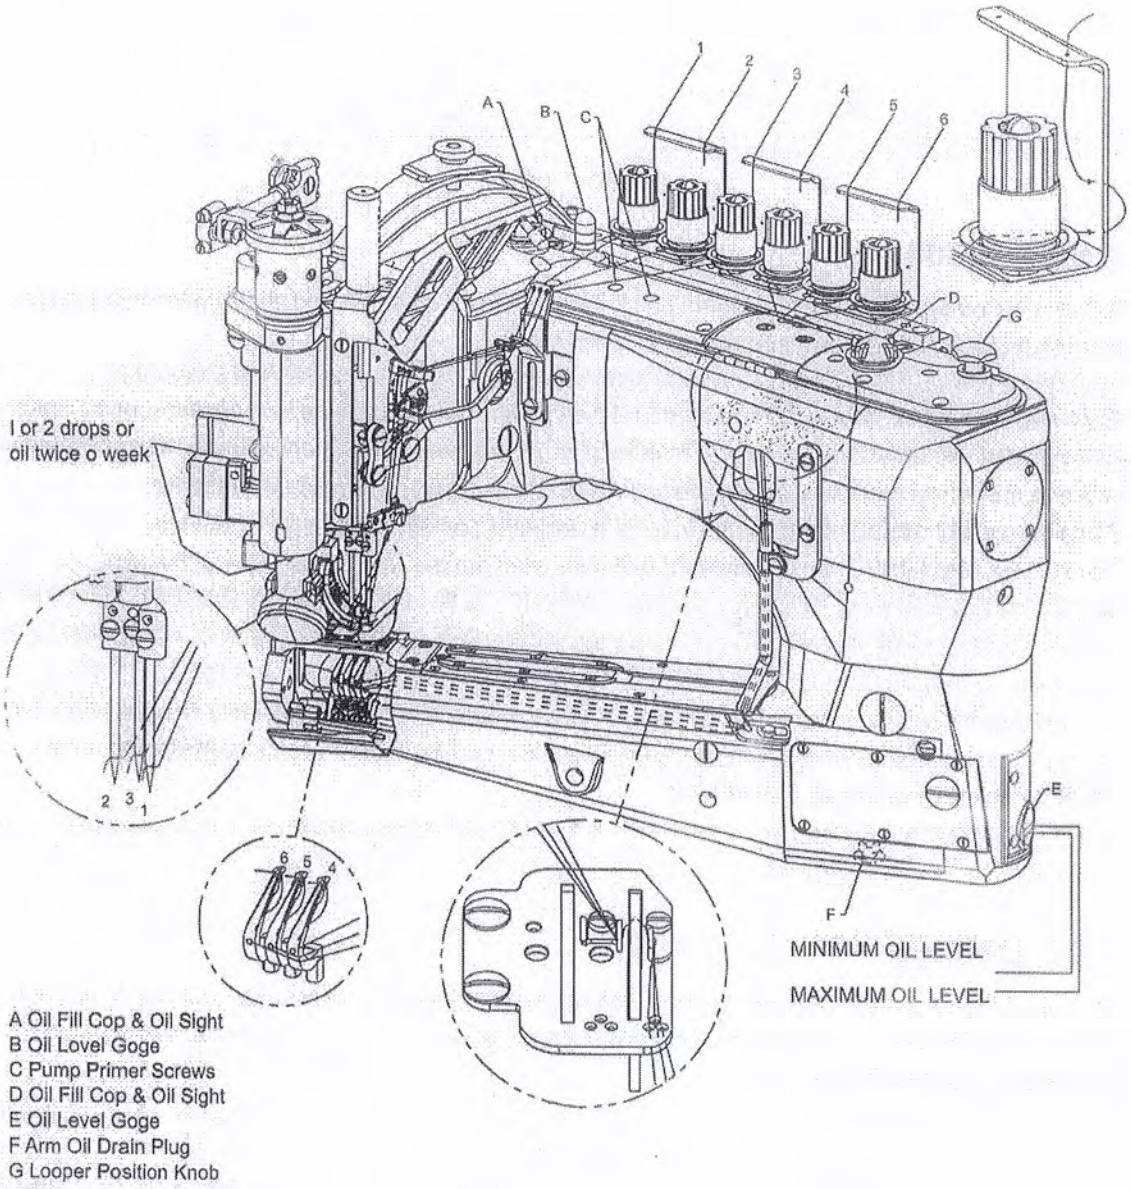

FIG.1
Oil is filled at oil caps (A&D,Fig.1).The level is checked at sight gauges(B) and (E).Maintain the oil level between the red lines of the gauges.